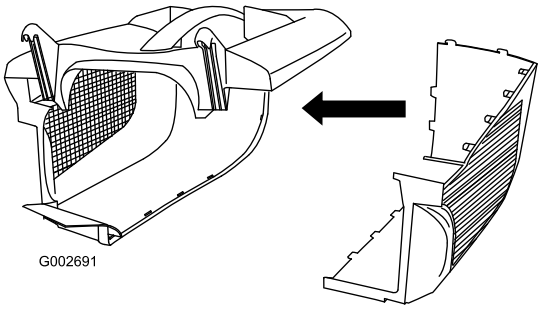

Рисунок 8
2. Задвиньте вторую боковину в защелки в верхней части и соедините задние части обеих боковин до щелчка (Рисунок 8).